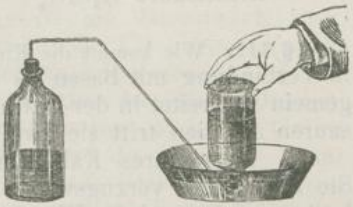

Fig. 52.
1. Kohlensäureentwicklung aus kohlensaurem Kalk (Fig 52.) Man übergiesse in einem Glaskolben oder Medizinglase Marmorstückchen oder zerbröckelte Kreide mit sehr verdünnter Salzsäure, die Mündung sofort mit einem Stopfen verschliessend, durch welchen eine doppelt gebogene Glasröhre luftdicht geführt ist, deren anderes Ende man in eine Wanne mit Wasser tauche, eine mit Wasser gefüllte Flasche darüberhaltend. Das entwickelte kohlensaure Gas sammelt sich in letzterer an. Ist sie grösstenteils davon angefüllt, so wechsele man sie mit einer anderen, bereit gehaltenen.